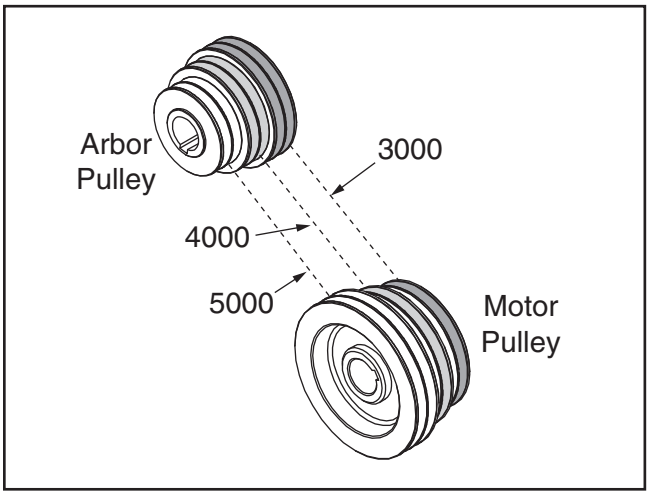

Figure 86. Belt positions for each speed.
5. Position belt on correct arbor and motor pulley set for desired speed (refer to **Figure 86** for pulley identification).